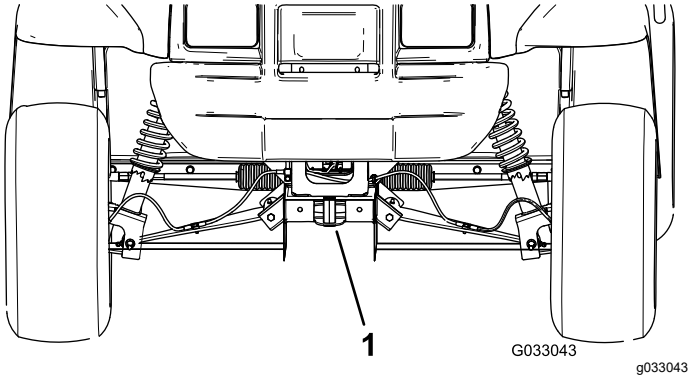

Figur 20
- Løftepunktet foran på maskinen findes forrest på stellet bag anhængertrækstangen (Figur 20).